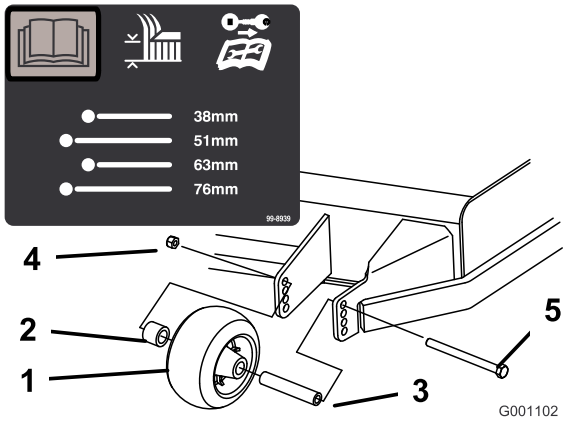
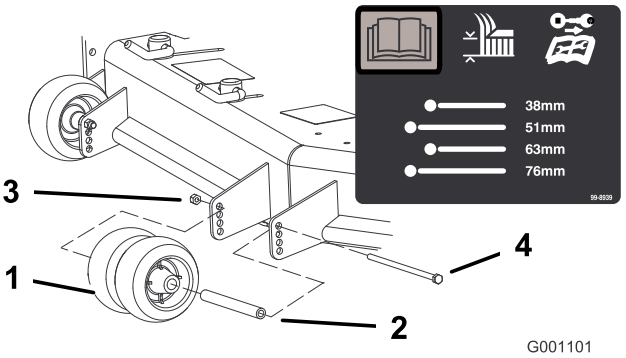
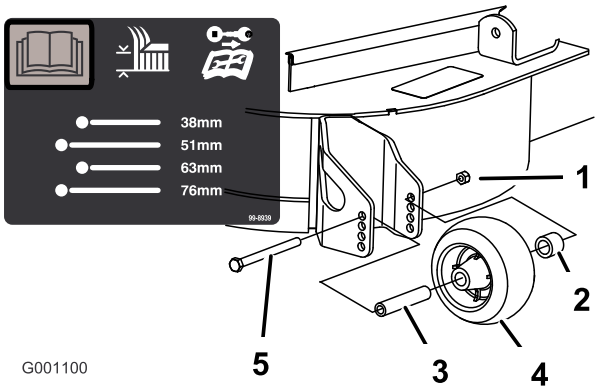

Figur 17
Figur 18
Figur 19
3. Når du har justeret klippehøjden, skal du justere rullerne ved at fjerne flangemøtrikken, bøsningen, afstandsklodsen og bolten (Figur 17, Figur 18 og Figur 19).
Bemærk: De to midterste ruller har ikke en afstandsklods (Figur 18).
5. Monter flangemøtrik, bøsning, afstandsklods og bolt. Spænd til 54–61 Nm (Figur 17, Figur 18 og Figur 19).